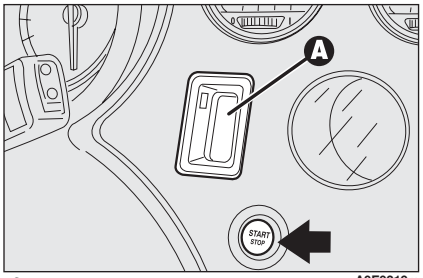

fig. 14 A0E0219m
- ❒ lector **A-fig. 14** de la llave electrónica (ubicado al lado del volante);